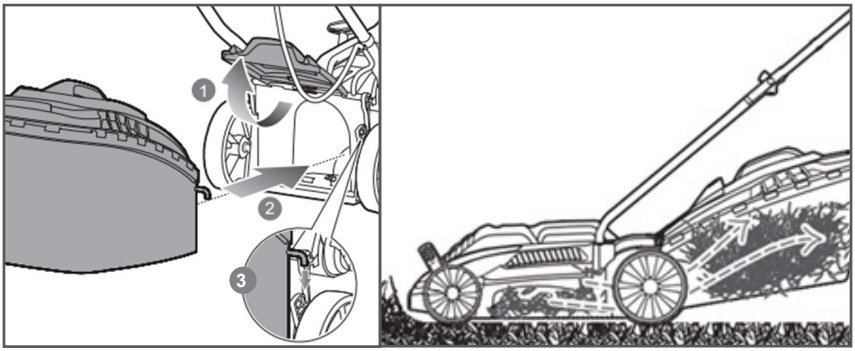

Рис. 6 Установка травосборника
3. Установить травосборник. Для этого необходимо поднять заднюю крышку 1 деки газонокосилки и ввести травосборник 2 в зацепление с крючками 3 (Рис. 6).